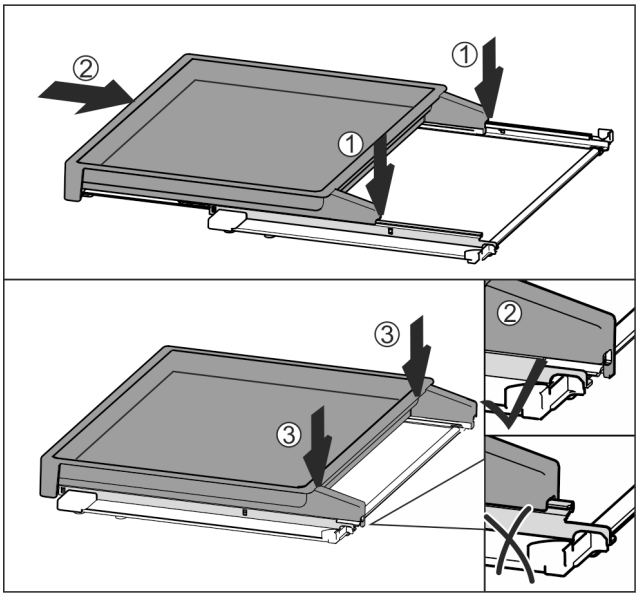

Fig. 189
▶ Așezați centrat pe șine *Fig. 189 (1)*.
▶ Împingeți complet raftul extractibil în interior *Fig. 189 (2)*.
▶ Apăsați pe partea din spate, până când acesta se cuplează cu un zgomot specific *Fig. 189 (3)*.